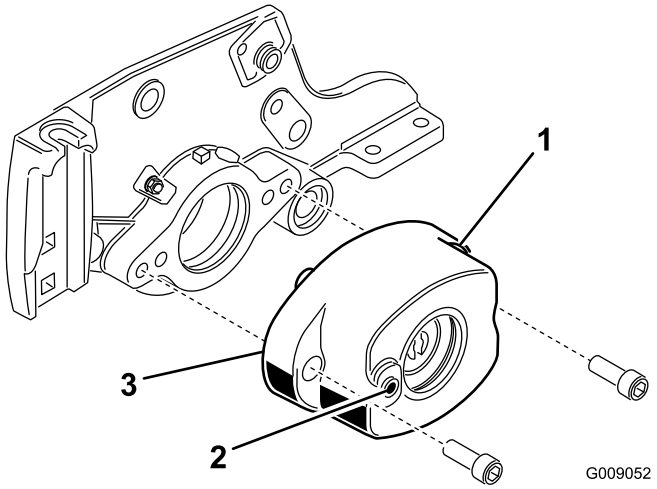

Рисунок 6
5. Установите корпус щетки катка на корпус подшипника барабана с помощью двух болтов с шестигранным углублением в головке (3/8 x 1 дюйм) (Рисунок 6). Расположите корпус щетки катка так, чтобы резьбовое отверстие было направлено в сторону передней части режущего блока.